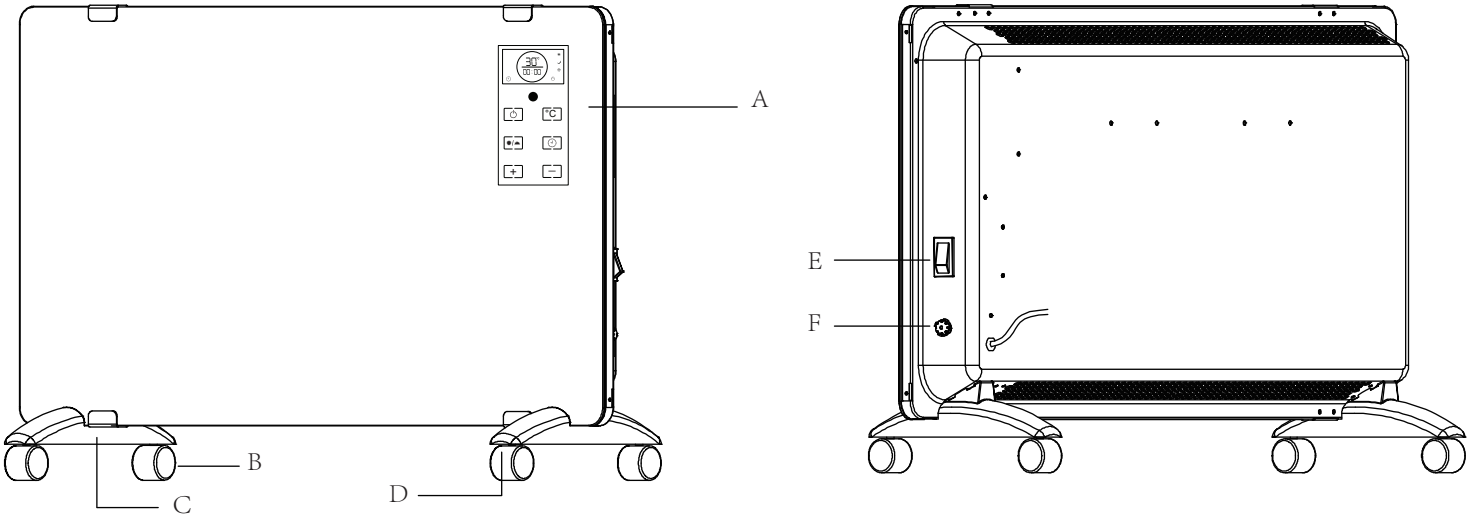

FIGURE 1
Power	**After powering ON main plug, turn the side switch ON (Refer Figure 1 Point E). Press the power button to activate the device in standby mode.**
3. On the side of the device, set the switch (Point E) to ON position (Refer Figure 1). The device will start with a beep sound and the LCD display will light up.